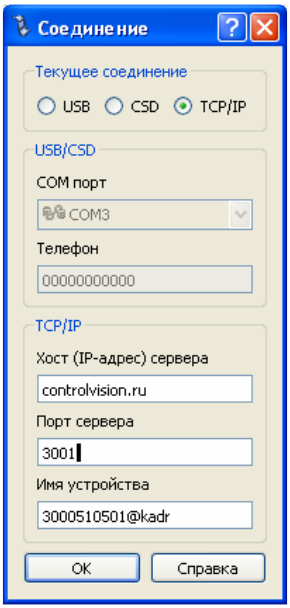

Рис. 32. Внешний вид диалогового окна «Соединение» в случае TCP/IP соединения
3. В поле «Имя устройства» укажите имя вашего устройства (рис. 32).